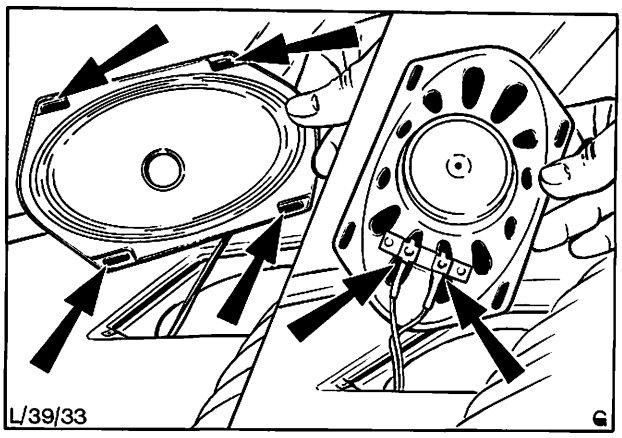

Abb. 9 Lage der Befestigungsschrauben und der Kabelanschlüsse des hinteren Lautsprechers (vom Fahrgastraum her gesehen)
4. Kreuzschlitzschrauben (4) entfernen und Lautsprecher ausbauen, Abb. 9. Kabel abklemmen.
5. Kabel an den Lautsprecher anschließen, Abb. 9.